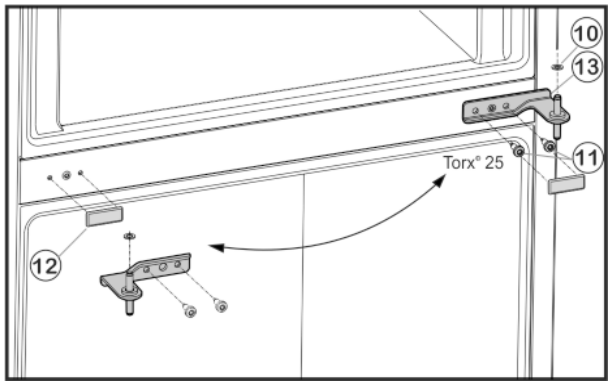

Fig. 5
▶ Открутите крепежные винты *Fig. 5 (11)* (2 шт. Torx® 25) и извлеките средний опорный кронштейн из нижней дверцы.
▶ Снимите пластиковую шайбу *Fig. 5 (10)*.
- ▶ Осторожно снимите крышку *Fig. 5 (12)*.
- ▶ Установите крышку *Fig. 5 (12)* на противоположной стороне.
- ▶ Вставьте средний опорный кронштейн *Fig. 5 (13)* с поворотом на 180° в нижнюю дверцу и прикрутите с помощью крепежных винтов *Fig. 5 (11)*(2 шт. Torx® 25) на новую сторону шарнира **(с моментом 4 Нм)**.
- ▶ Снова установите пластиковую шайбу *Fig. 5 (10)*.
- ▶ Установите верхнюю дверцу на средний опорный кронштейн *Fig. 5 (13)*.